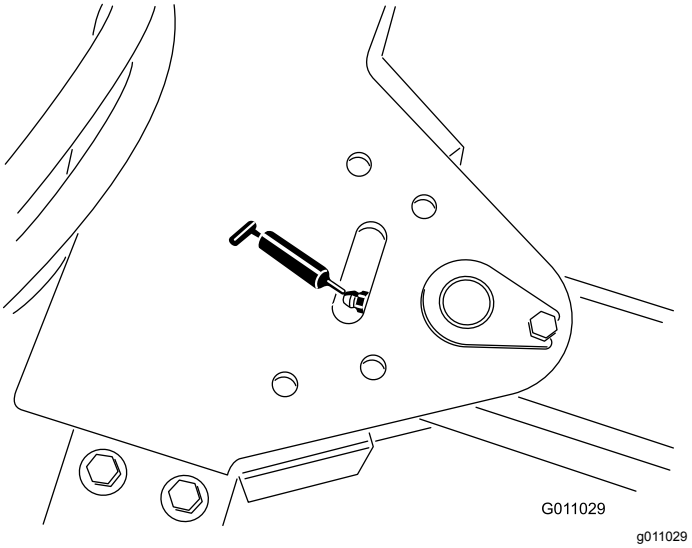

Figuur 37
- Draaipunt van trekhaakkoppeling (1) (Figuur 37)